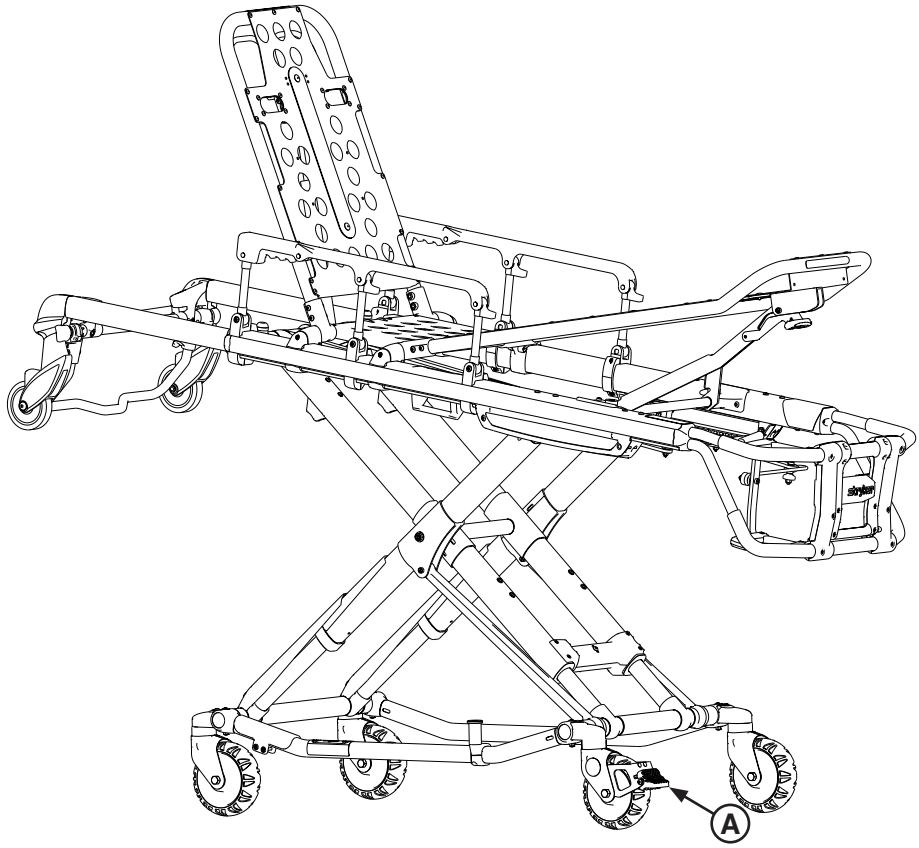

Afbeelding 37
Om de optionele wielvergrendelingen te activeren, drukt u het pedaal (A) geheel omlaag zoals getoond in Afbeelding 37 totdat het stopt en stevig tegen het wieloppervlak rust.